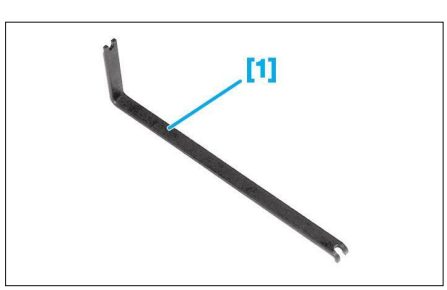

**Fig. 25**
- [1]. Outil de désaccouplement tuyaux circuit pneumatique diamètre Ø 4 mm (réf : 1001-A) **(Fig.25)**.